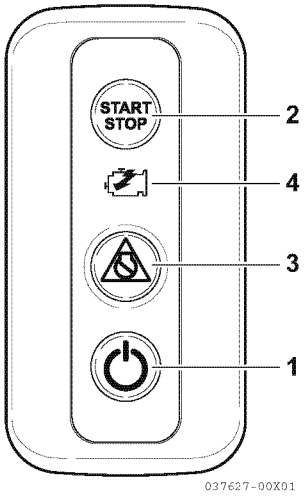

Figur 1
4. Tryck på strömbrytaren på den valda stationens knappspanel (1, **Figur 1**).
10. Tryck på motorns START/STOP knapp(2, **Figur 1**) och sätt igång startmotorn.